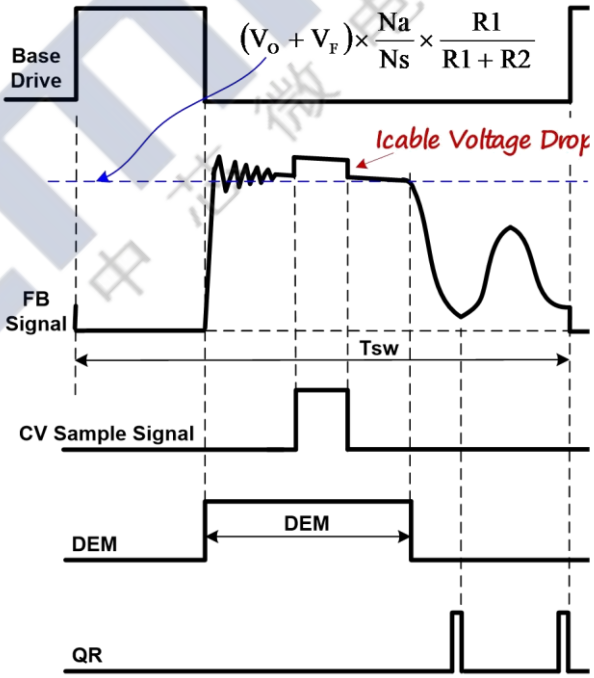

Fig.2
In Primary Side Regulation (PSR) control, the output voltage is sensed on the auxiliary winding during the transfer of transformer energy to the secondary. Fig.2 illustrates the timing waveform of CV sampling signal, demagnetization signal (DEM) and quasi-resonant (QR) trigger signal in CM5530B . When the CV sampling process is over, the internal sample/hold (S&H) circuit captures the error signal and amplifies it through the internal Error Amplifier (EA). The output of EA is sent to the Quasi Resonant PSR CV Modulator (QR-CVM) for CV regulation. A valley is selected to trigger new PWM cycle by the output of the QR-CVM bock, which is determined by the load. The internal reference voltage for EA is trimmed to 2V with high accuracy.
During the CV sampling process, an internal variable current source is flowing to FB pin for Cable Drop Compensation (CDC). Thus, there is a step at FB pin in the transformer demagnetization process, as shown in Fig.2. Fig.2 also illustrates the equation for “demagnetization plateau”, where Vo and VF is the output voltage and diode forward voltage; R1 and R2 is the resistor divider connected from the auxiliary winding to FB Pin, Ns and Na are